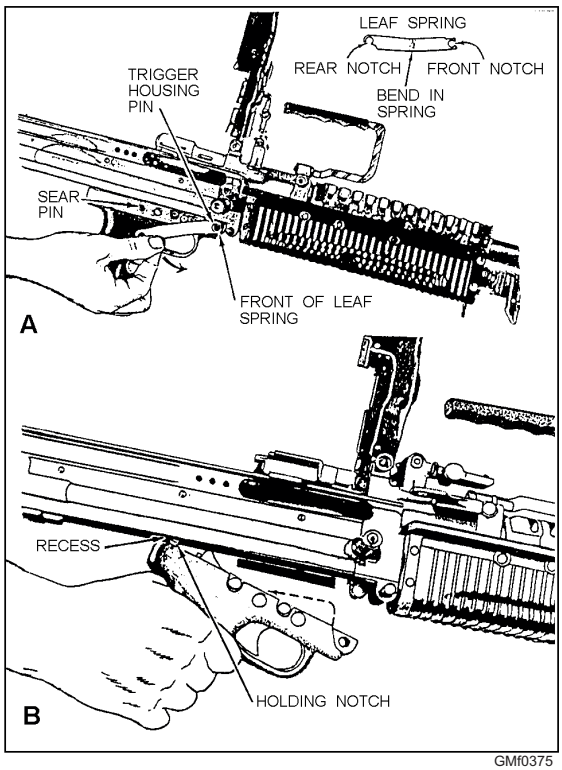

**Figure 3-75.—Removing the trigger mechanism grip group.**
remove the group, press in on the front of the leaf spring and rotate the front end down to clear it from the trigger housing pin as shown in figure 3-75, view A. Pull forward to disengage the rear notch from the sear pin. Remove the trigger housing pin by pushing it to the left. Slide the trigger housing slightly forward, rotate the front of the housing down, and remove it (fig. 3-75, view B).
2. Engage the holding notch of the trigger housing in its recess in the bottom of the receiver (fig. 3-75, view B). Rotate the front of the trigger housing up and align the holes of the trigger housing with the mounting bracket on the receiver. Insert the trigger housing pin from the left. Engage the rear of the leaf spring with the sear pin (fig. 3-75, view A). Make sure the leaf spring is positioned so that the bent portion is pressed against the side of the trigger housing. Rotate the front of the leaf spring up and engage it with the trigger housing pin.